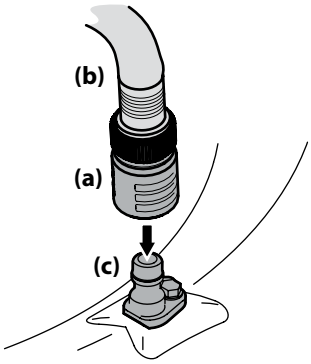

Figura 4-3
3. Enrosque el acople de la manguera (a) (embalado con el Manual del operador) en el extremo de su manguera de jardín (b). Consulte la Figura 4-3.
4. Una el acople de la manguera (a) al orificio de agua (b) que se encuentra en la superficie de la plataforma. Consulte la Figura 4-3.
11. Cierre el agua y retire el acople de la manguera (a) del orificio de entrada de agua (c) que está sobre la superficie de la plataforma. Consulte la Figura 4-3.